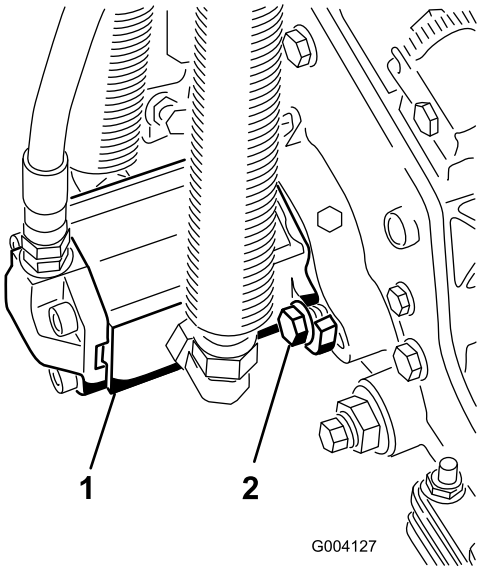

Figuur 14
16. Plaats de motor door deze rechtsom te draaien zodat de flenzen van motor loskomen van de bouten (Figuur 14). Draai de motor linksom totdat de flenzen om de bouten zitten en draai vervolgens de bouten vast.